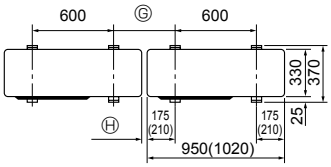

Fig. 3-1
- Die Anlage immer auf fester, ebener Oberfläche aufstellen, um Rattergeräusche beim Betrieb zu vermeiden. (Fig. 3-1)